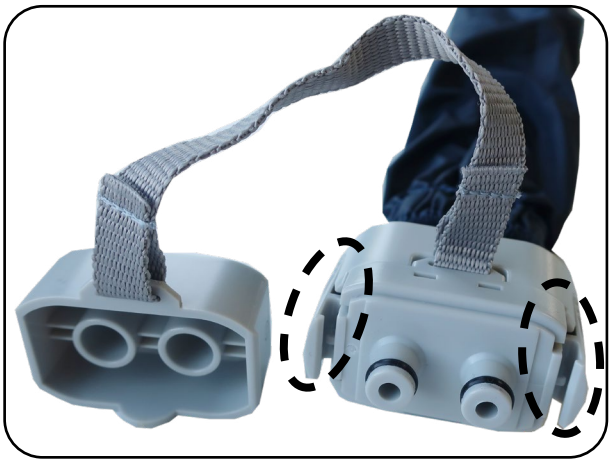
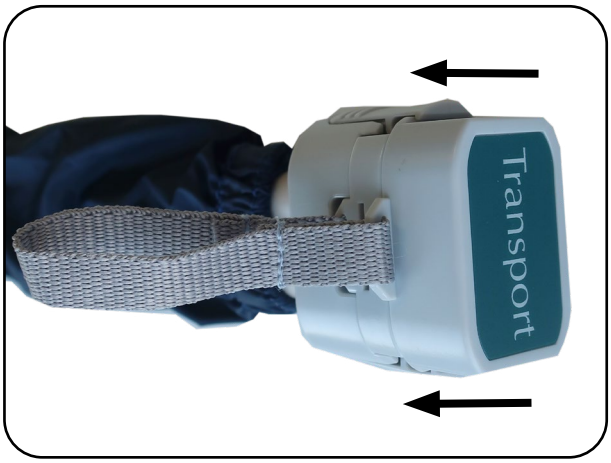

Abb. 8.5.01 - Anschlussstecker offen
Abb. 8.5.02 - Anschlussstecker verschlossen
1. Trennen Sie den Anschlussstecker der Versorgungsschläuche durch Drücken der Einrastsicherung (Abb. 8.5.01) vom Aggregat.
2. Verschließen Sie sofort den Anschlussstecker mit dem anhängenden Verschlussdeckel bis dieser hörbar einrastet (Abb. 8.5.01 und Abb. 8.5.02).
2. Trennen Sie den Anschlussstecker der Versorgungsschläuche durch Drücken der Einrastsicherung vom Aggregat (Abb. 8.5.01 und Abb. 8.8.01).
3. Verschließen Sie sofort den Anschlussstecker mit dem anhängenden Verschlussdeckel bis dieser hörbar einrastet (Abb. 8.5.01 und Abb. 8.5.02).
Versorgungsschläuche sind nicht korrekt am Aggregat befestigt	Befestigen Sie die Versorgungsschläuche am Aggregat, bis diese hörbar einrasten (Abb. 8.5.01 und Abb. 6.04)
Anschlussstecker zwischen Versorgungsschläuchen und Aggregat ist nicht vollständig in Anschlussbuchse eingesteckt	Prüfen Sie die Verbindung des Anschlusssteckers zur Anschlussbuchse. Die Einrastsicherungen müssen hörbar einrasten (Abb. 8.5.01 und Abb. 6.04)